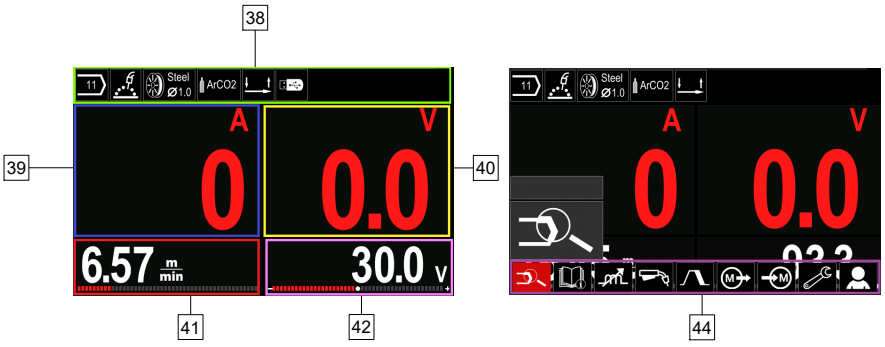
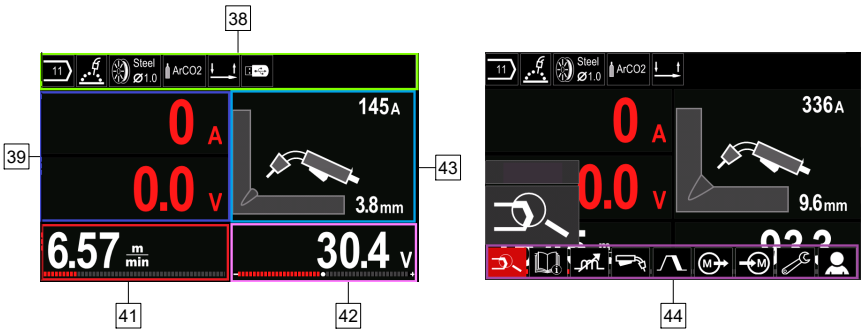

Rysunek 7.
Rysunek 8.
- Basic (Rysunek 7).
- PRO (Rysunek 8).
- Wybrać interfejs (Basic – Rysunek 7 lub PRO – Rysunek 8).